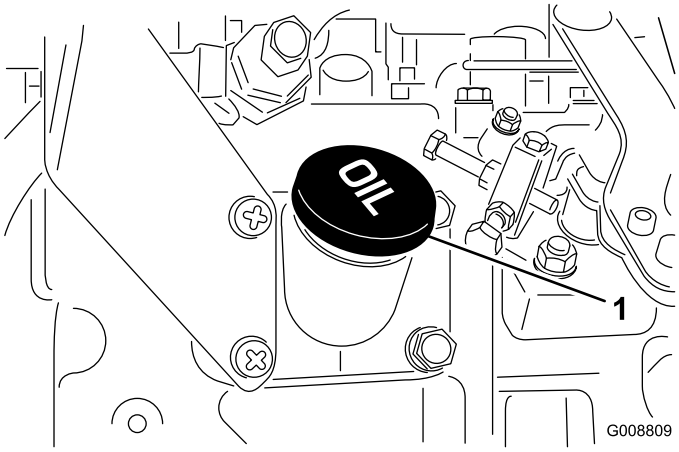

Figure 33
4. If the oil is below the safe range, remove the fill cap (Figure 33) and add oil until the level reaches the FULL mark. **Do not overfill**.